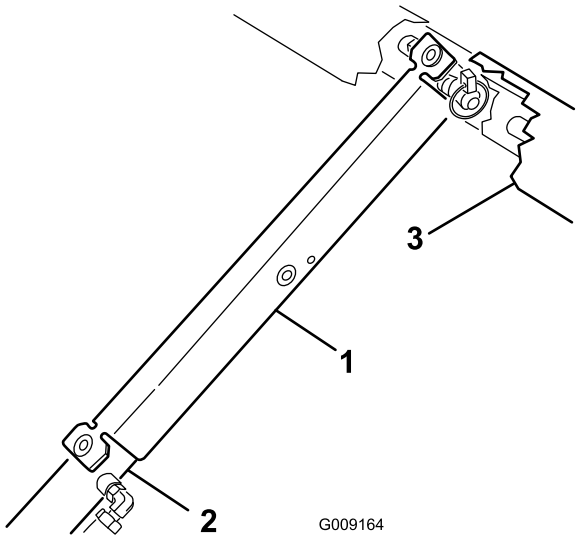

Figur 13
3. Tryck fast säkerhetsstödet på cylinderstaven och kontrollera att stödets ändar vilar på cylindertrumman och på cylinderstavens ände (Figur 13).